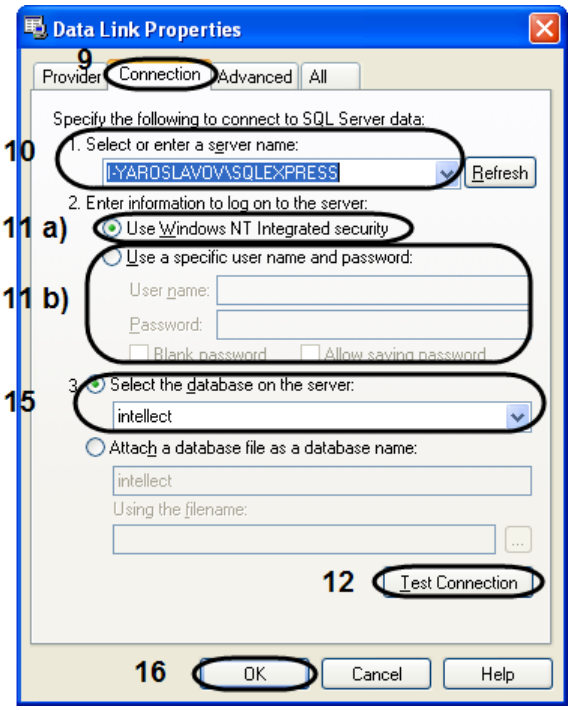

Figure 8.3-15 The "Data Link Properties" dialog box. The "Connection" tab
9. As soon as the "Next" button is clicked, go to the "Connection" tab is automatically performed (Figure 8.3-15).
10. In the “1.Select or enter a server name” line select in the list or type-in the name of MS SQL server which is used to store the database to be connected (Figure 8.3-15).